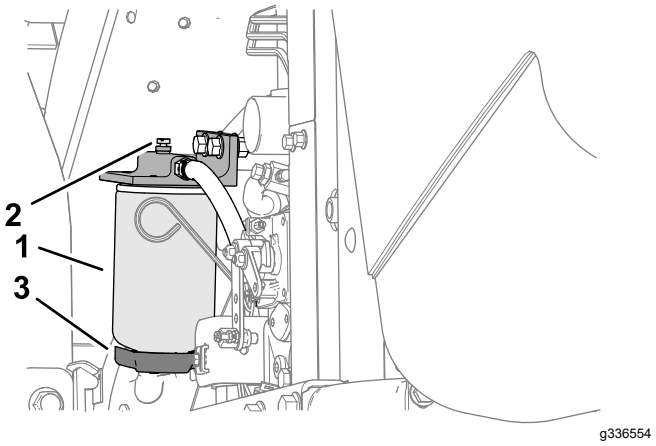

Rysunek 77
4. Odkręć śrubę spustową na dole obudowy filtra (Rysunek 77).
3. Wyczyść obszar wokół obudowy filtra (Rysunek 77).